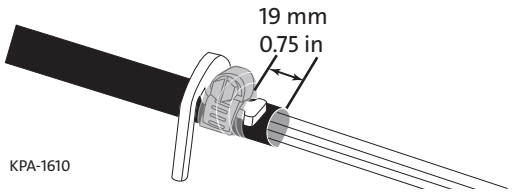

Figure 5
Step 1: Place a hose clamp over the cable 19 mm (0.75 in) from the end of the cable sheath in the notch of the bracket (Figure 5).
Step 2: Tighten the hose clamp in the notch on the bracket with the tensioning body on the hose clamp. Tighten hose clamp securely to a torque value of 30 in-lb. Wrap hose clamp and bonding hardware, if installed, with vinyl tape as shown in Figure 5.